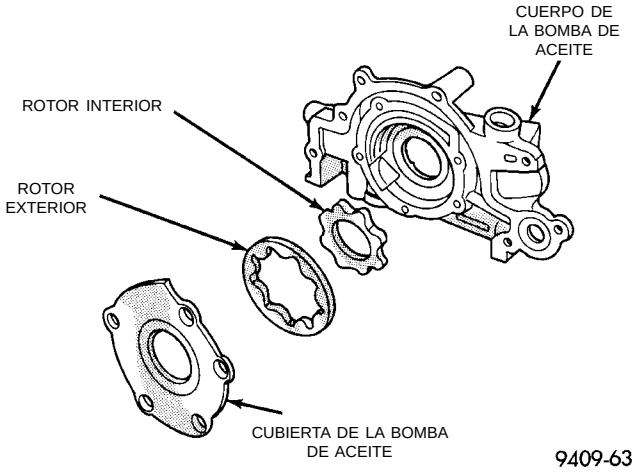

Fig. 96 Verificación de la superficie plana de la cubierta de la bomba de aceite
(1) Realice una limpieza profunda de todas las piezas. La superficie de contacto de la bomba de aceite debe ser lisa. Reemplace la cubierta de la bomba si ésta tiene raspaduras o acanaladuras.
(2) Coloque un escantillón sobre la superficie de la cubierta de la bomba (Fig. 96). Si se puede introducir un calibrador de espesor de 0,076 mm (0,003 pulgadas) entre la cubierta y el escantillón, debe reemplazarse la cubierta.